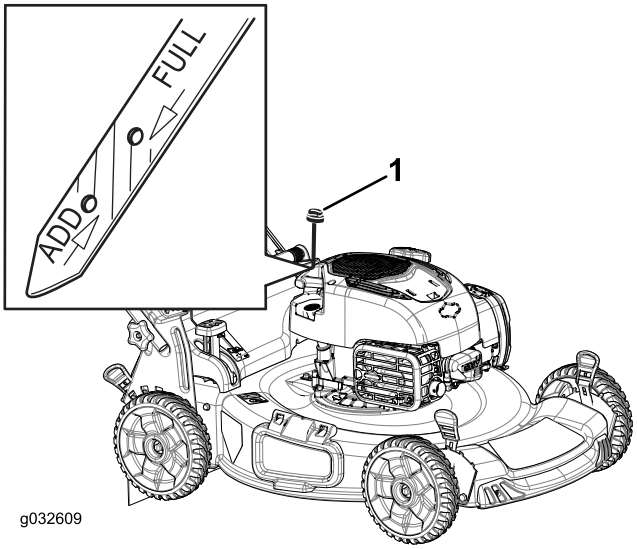

Figur 31
2. Tag målepinden ud (Figur 31).
4. Hæld **langsomt** olie i oliepåfyldningsrøret, indtil oliestanden når op til linjen **Full** (Fuld) på målepinden (Figur 31). **Fyld ikke for meget på.**